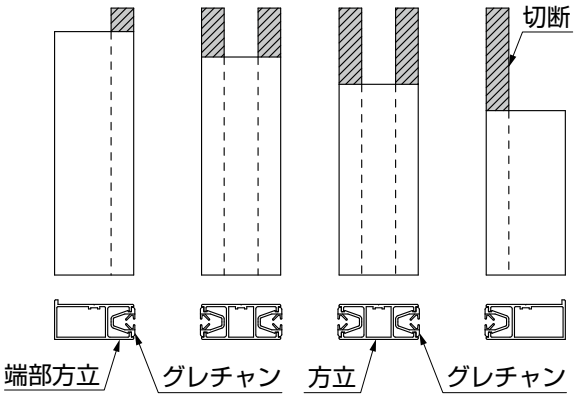

図6-2　長さ方向　上段スクリーンの場合
②長さ方向　上段スクリーンの場合は、はめ込んだグレチャンを端部方立・方立の寸法に合わせて切断してください。（図6-2参照）
③端部方立を上下枠、中桟に【7-1】で取付けてください。
④パネルをわん曲させながらはめ込んでください。
⑤方立を上下枠、中桟にあてがい、パネルにスライドさせてはめ込み【7-1】で固定してください。